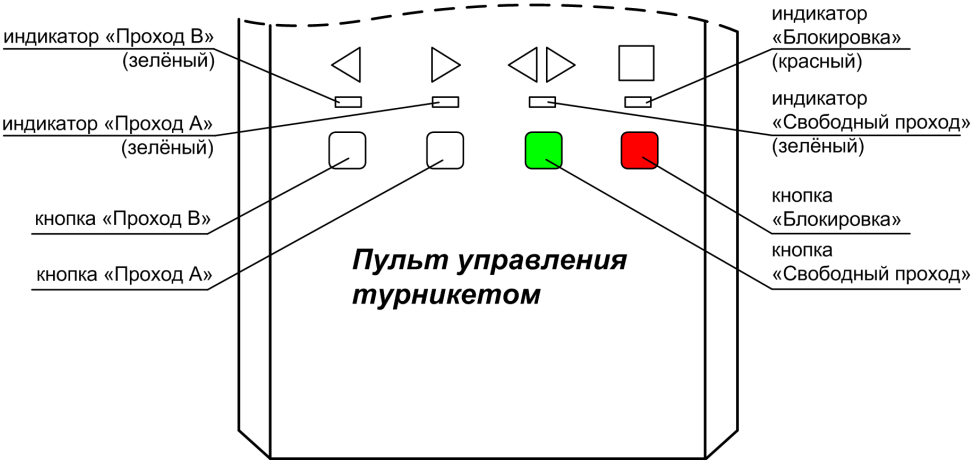

Рис.2 Пульт управления турникетом
Пульт управления турникетом (рис.2) предназначен для ручного дистанционного управления турникетом. Имеет четыре кнопки для включения (отключения) следующих режимов турникета (в порядке приоритета):
- в режиме «Ожидания» нажмите на кнопку «►» («Проход А») (рис.2). На индикаторе состояния турникета засветится зелёная стрелка – разрешен однократный проход, проверните планки по направлению стрелки. После проворота засветится красный крестик – турникет снова в режиме «Ожидания»;